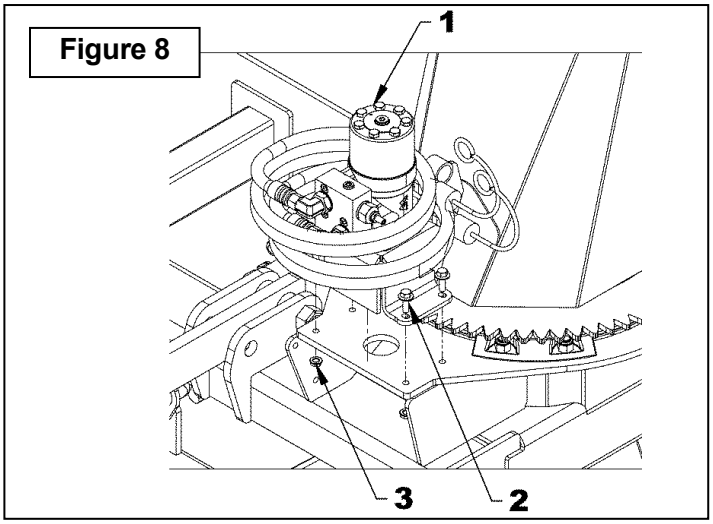

Figure 8
9. **Figure 8:** Attach the gear protector with the rotation motor (item 1) using four 5/16"NC x 1" serrated flange bolts and 5/16"NC serrated flange nuts (items 2-3).